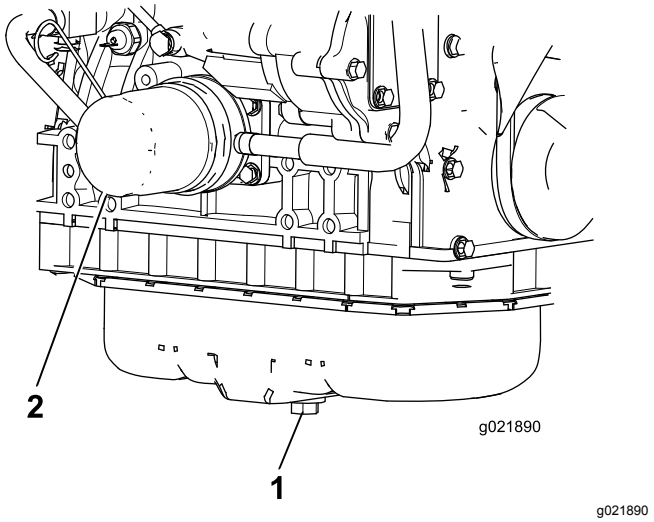

Figur 73
1. Fjern aftapningsproppen, og lad olien flyde over i aftapningsbeholderen (Figur 73).
3. Fjern oliefilteret (Figur 73).